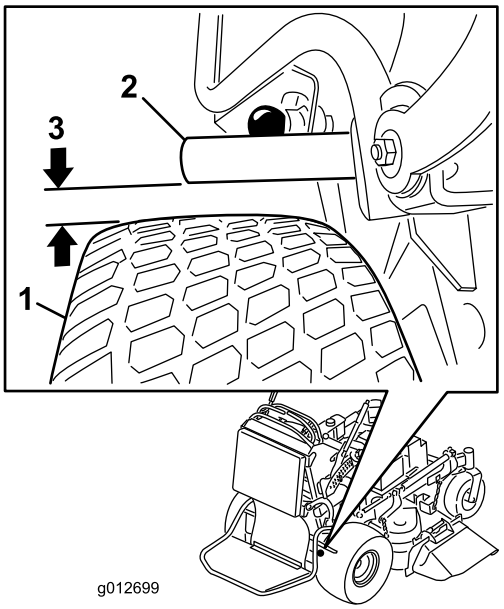

Figura 63
4. Con el freno quitado, mida la distancia entre la barra de freno y el neumático. La distancia debe ser de 5 a 8 mm (Figura 63). Si es necesario ajustarlo, consulte Ajuste del freno de estacionamiento.
5. Ajuste la horquilla. La distancia entre la barra de freno y el neumático debe ser de 3/16 a 5/16 pulgada (5 a 8 mm). Para apretar el freno, gire la horquilla hacia arriba. Para aflojar el freno, gire la horquilla hacia abajo (Figura 63).